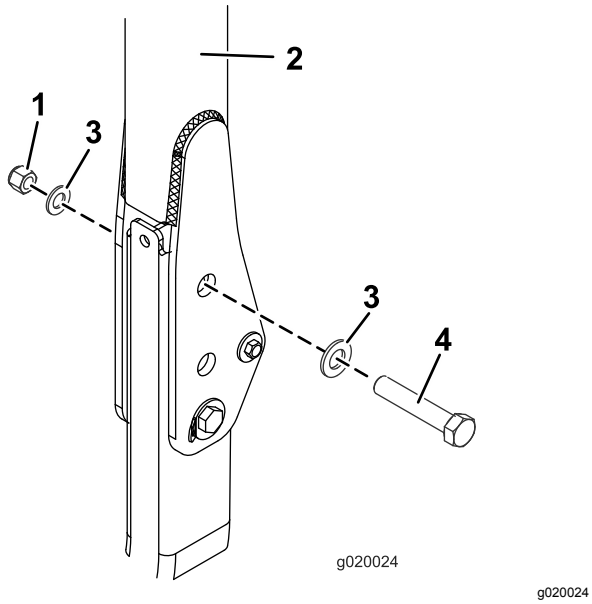

Figuur 19
3. Breng een ring (13/16" x 1½") aan op de bouten (¾" x 4"); zie Figuur 19.
4. Steek de bouten en ringen in de gaten waar u de pennen uit hebt genomen (Figuur 19).
5. Monteer nog een ring op elke bout en bevestig met een moer (¾"); zie Figuur 19. Draai de moeren vast met een torsie van 323 tot 396 N·m.
6. Draai de scharnierbout van de rolbeugel (Figuur 19) vast tot 91-113 N·m om te voorkomen dat de rolbeugel en het zonnescherm stuiteren.